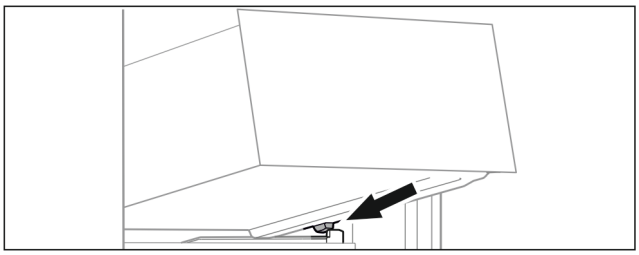

Fig. 92
▶ Place drawer at an angle behind the stoppers on the moulded rib. (see Fig. 92)